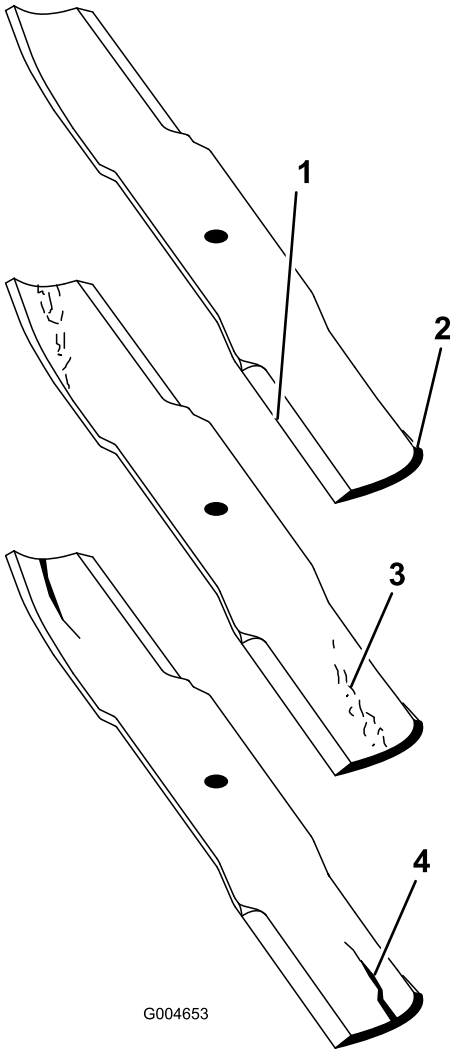

Figur 65
1. Kontrollera eggarna (Figur 65). Om eggarna är slöa eller har hack ska knivarna tas bort och slipas. Se Slipa knivarna.
2. Kontrollera knivarna, särskilt segeldelen (Figur 65). Montera omedelbart en ny kniv om du upptäcker skador, slitage eller spårbildning i detta område (Figur 65).